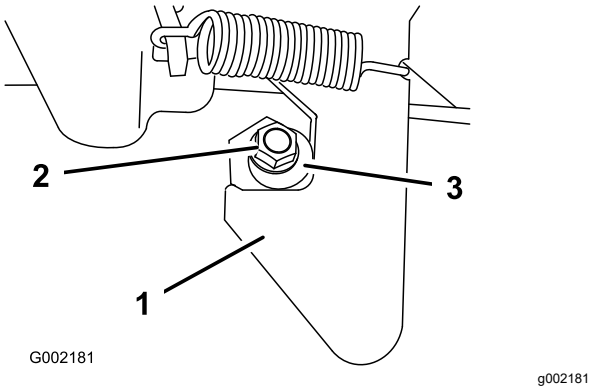

Figur 72
1. Løsne låsemutteren på enden av låseposten (Figur 72).
2. Vri låseposten med klokken til den sitter tett mot krokdelen på sperren (Figur 72).